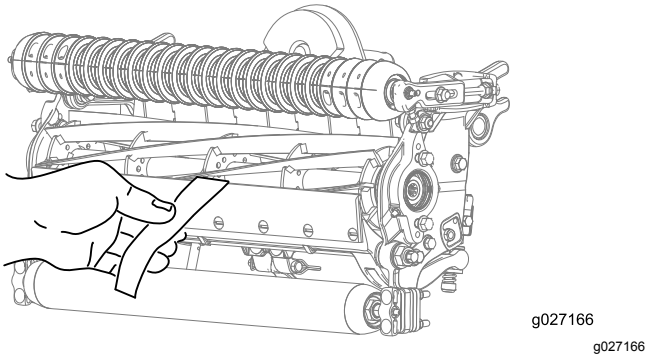

Figure 20
2. Contrôlez la performance de coupe en insérant une longue bande de papier de performance de coupe (réf. Toro 125-5610) entre le cylindre et la contre-lame, perpendiculairement à la contre-lame (Figure 20). Faites tourner lentement le cylindre en avant ; il devrait couper le papier.